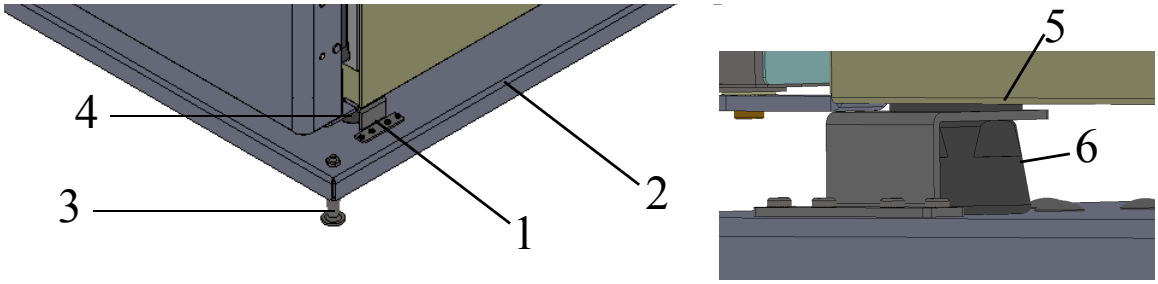

图 2-12. 固定前设备支架
- 将前支架 （1/ 图 2-12）放在设备支架 （4/ 图 2-12）的上部 （5/ 图 2-12）和下部 （6/ 图 2-12）之间。
- 用四颗螺钉将前支架 （1/ 图 2-12）拧到支撑架 （2/ 图 2-12）上。
- 将支撑架 (2/ 图 2-12) 与组装好的装置小心地推入预定位置。
- 用管扳手拧紧支撑支腿 (3/ 图 2-12)，直至达到水平，从而调整支撑架 (2/ 图 2-12)。
在使用支撑架 (2/ 图 2-12) 移动装置之前，请用管扳手拧紧支撑支腿 (3/ 图 2-12)。